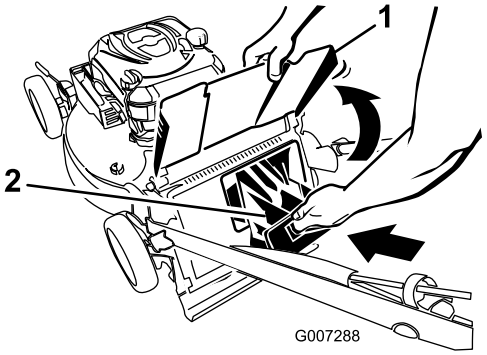

Figuur 26
4. Plaats de afsluiter in het achteruitwerpkanaal (Figuur 26).